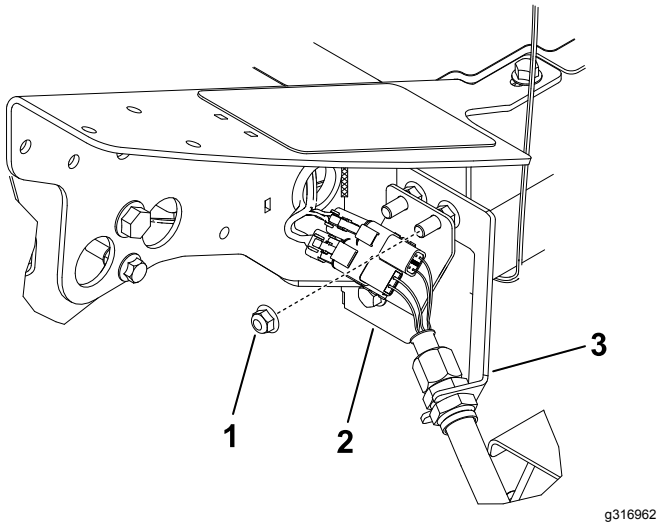

Figur 13
1. På ramens främre vänstra hörn (plats för klippenhet 4) tar du bort den extra flänsmuttern på skruven som fäster motorväggsfästet på maskinen (Figur 13).
3. Sätt kontaktdonsplattan på fästskruvarna på motorväggen, med kontaktdonen orienterade i enlighet med Figur 13.